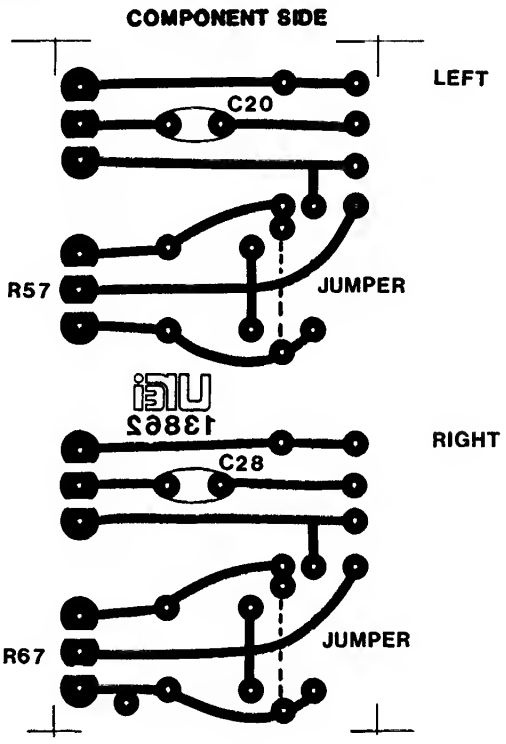

FIGURE 4-3. Tone Control Board
3) Remove the two 820 pF capacitors (C20 and C28) from the circuit board (refer to Fig. 4-3.) Removal of these capacitors will disable the high frequency sections of the equalizers.
5) Solder the jumpers onto the circuit board, bypassing potentiometers R57 and R67 (refer to Fig. 4-3). These jumpers disable the low frequency sections.